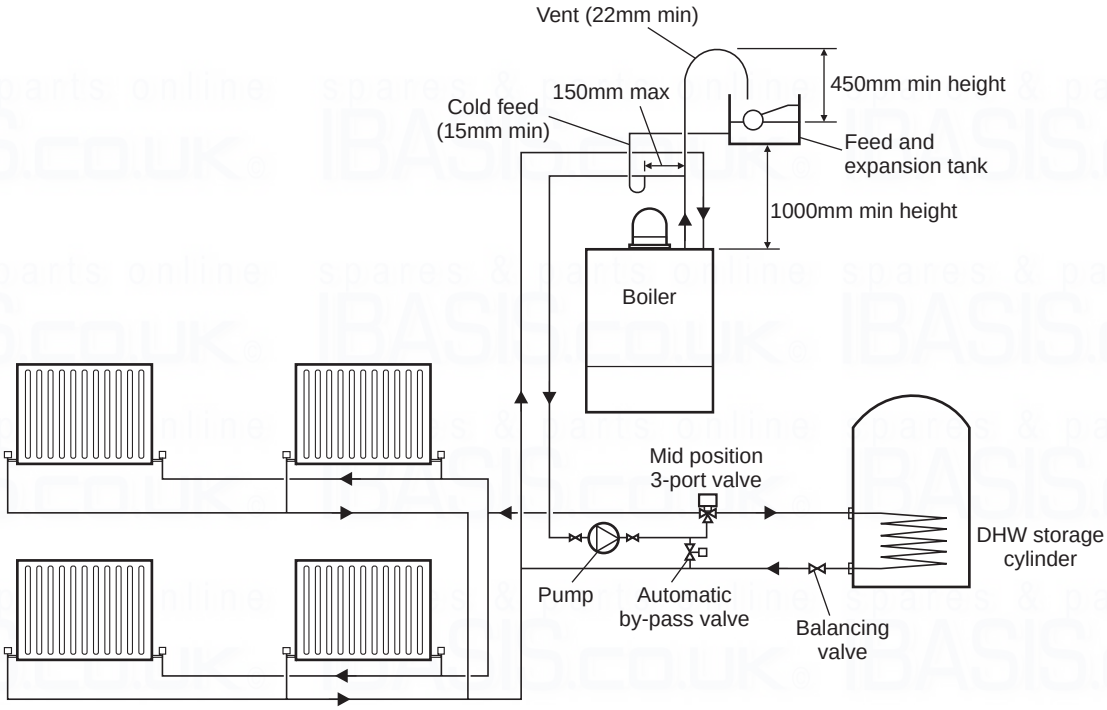

Fig. 5 - Open system with Y-Plan
3.7 CENTRAL HEATING SYSTEM - Fig. 5 and 5a
It is important that the relative positions of the pump, cold feed and open vents are as shown in Fig. 5.
The system design pressure (cold) should be set to 1.0 bar. This pressure is equivalent to a static head (see Fig. 5) of 10.2 metres of water.